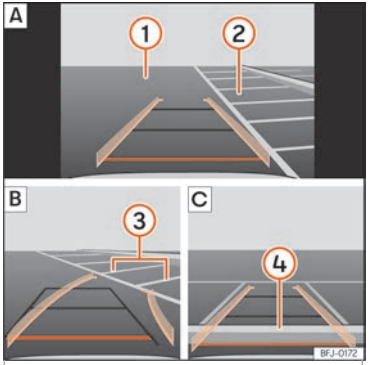

Fig. 204 Visualización en la pantalla del sistema de infotainment: aparcar con el asistente de marcha atrás.
Leyenda de la **fig. 204**:
- Sitúe el vehículo delante del hueco de aparcamiento ››› **fig. 204** 2 A.